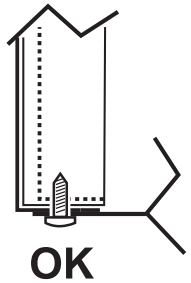

Abb. 17 - Montage mit unteren Schrauben
3. Gehen Sie in umgekehrter Reihenfolge vor, um die Frontplatte wieder zu montieren. Stellen Sie sicher, dass sie korrekt an der oberen Platte befestigt ist und vollkommen an den seitlichen Platten anliegt. Der Kopf der Schraube “A” muss nach dem Anziehen wie in „Abb. 17 - Montage mit unteren Schrauben“) angegeben positioniert sein.